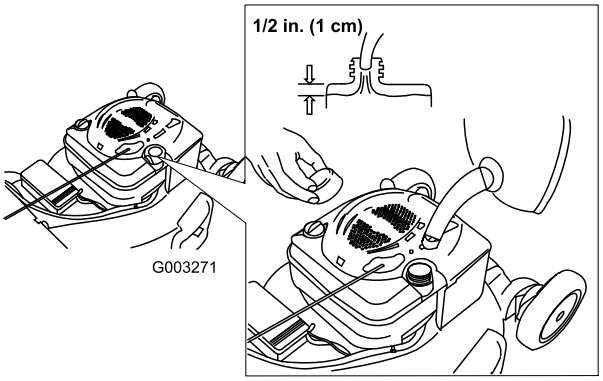

**Figur 9**
1. Rengör omkring tanklocket och avlägsna locket från tanken (Figur 9).